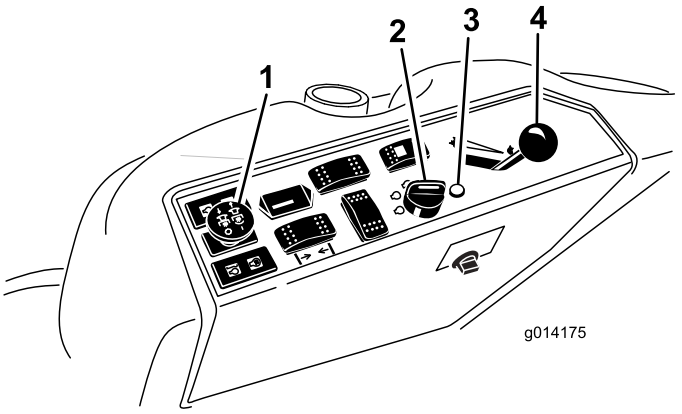

Figur 11
4. Skyv spaken for kraftuttak til av-stilling (Figur 11).
5. Flytt gasspaken til midtveis mellom stillingene hurtig og sakte (Figur 11).